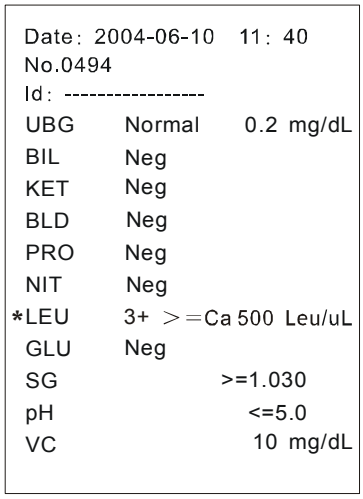
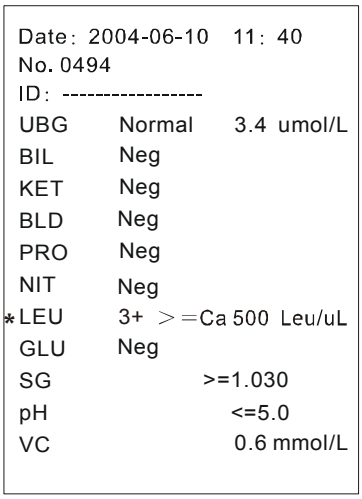

Figure 3-28
Figure 3-29
- When “Plus system” is “ON” and “Result Unit” is “Conventional”, the result is as figure 3-28. When “Result Unit” is “SI”, the result is as figure 3-29.